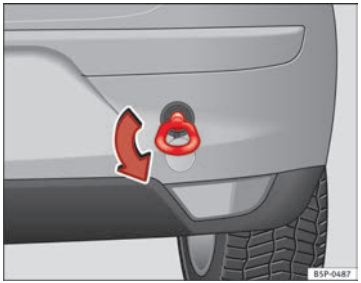

Fig. 217 Fitting the towline anchorage to the rear of the vehicle
– Bolt the anchorage to its limit to the *left*, in the direction of the arrow ⇒ Fig. 217.